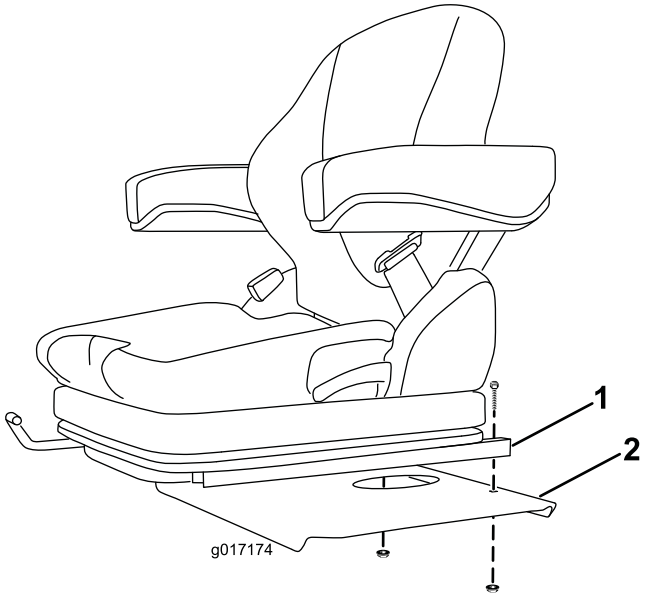

Figuur 8
1. Bevestig de achterkant van elke stoelschuif met een bout en een flensmoer aan de stoelplaat (Figuur 8).